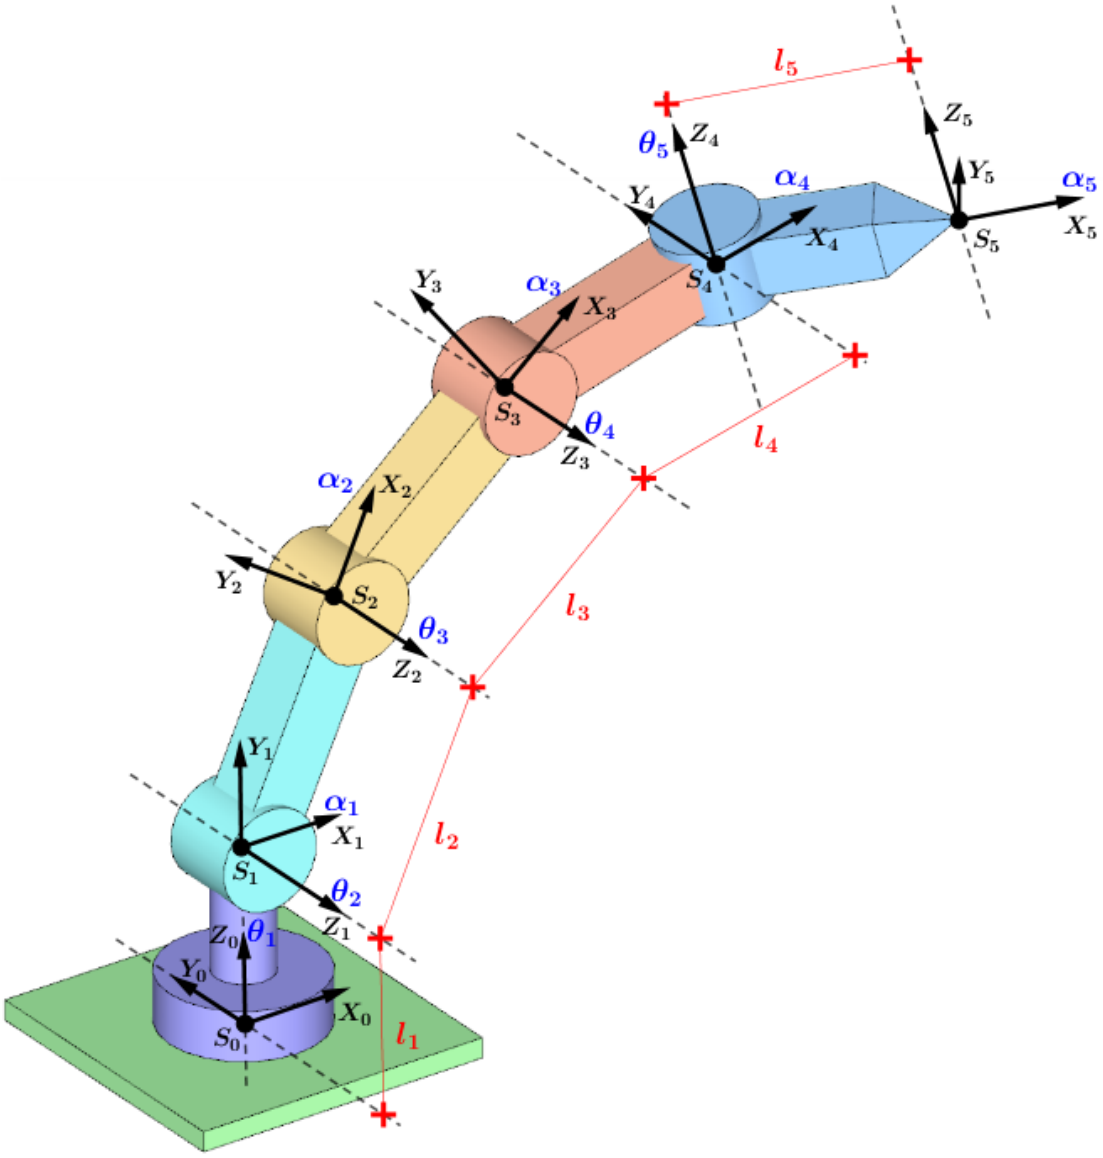

Figura 2.4: Cadena cinemática del brazo robótico según la metodología de Denavit-Hartenberg. Elaboración propia.
En la Figura 2.4 se muestra el resultado de aplicar el algoritmo presentado en la Sección 1.1.1.
Las variables l_i que aparecen en la Figura 2.4 representan las distancias entre ejes de rotación y pueden corresponder tanto a los parámetros d_i como a_i dependiendo de la disposición relativa de los sistemas de referencia S_i, como se muestra en la Tabla 2.1.
El parámetro d_5 (*) en realidad tiene un valor de cero, pero se añadió con fines de corrección, debido a errores de ángulo en los servomotores que controlan los grados de libertad 2 y 3. En concreto, esta corrección se encarga de desplazar al sistema de referencia 5 (S_5) en sentido negativo del eje Z_4 (ver Figura 2.4 como referencia) para compensar la diferencia que se genera entre la posición objetivo y la real: en otras palabras, con la corrección los servomotores provocan que el extremo quede en un mayor z (medido desde S_0, según Figura 2.4) y con una orientación tal que el centro de la superficie del eslabón quede más cerca de la posición del objeto para la simulación de agarre. En las Figuras 2.5 y 2.6 se aprecia el efecto de la corrección.
En el caso del parámetro a_5 (**), el cual representa la distancia entre el eje de la última articulación y la superficie extrema del último eslabón (ver Figura 2.4 y Tabla 2.1), el valor real corresponde a 43 milímetros, pero se añadieron 5 milímetros para evitar la colisión entre el extremo del brazo y el objeto que se desee alcanzar.
- `p`: arreglo NumPy 3x1 que contiene las coordenadas (en milímetros) alcanzadas por el extremo del brazo respecto del sistema coordenado base S_0 (ver Figura 2.4).